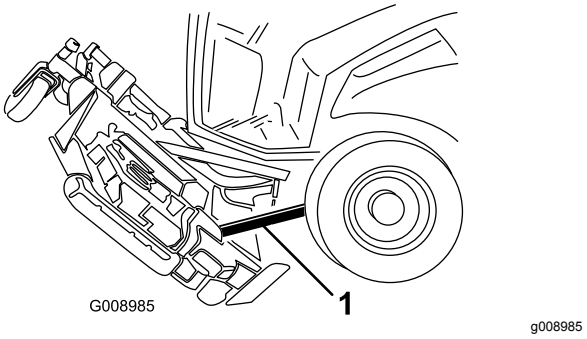

Figuur 138
6. Klem een houten blok tussen de achterzijde van het maaidek en de machine (Figuur 138).